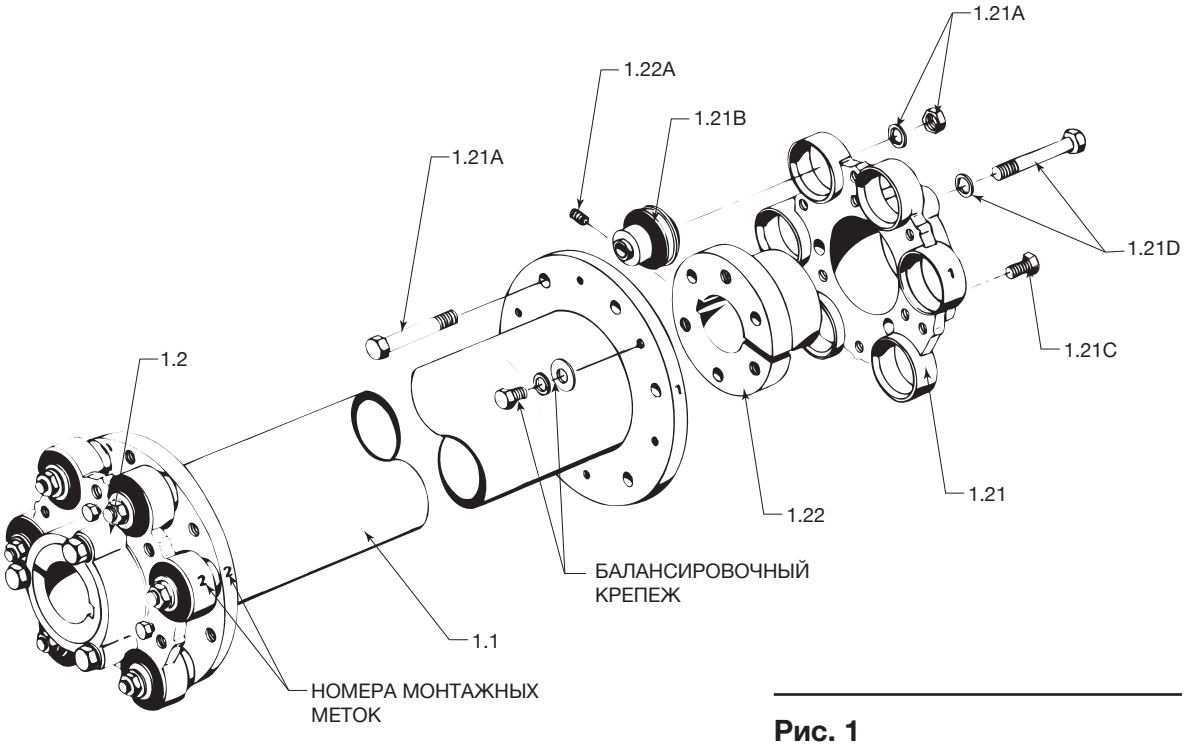

Рис. 1
Приводные валы Marley серий 301 и 400 состоят из трубы в сборе с двигателем и муфтами редуктора Geareducer®. Приводные валы динамически сбалансированы. На трубу и фланцы вилки после балансировки наносятся монтажные метки. См. **рис. 1**. Во время установки не изменяйте положение или отношение компонентов, имеющих монтажные метки. При замене муфт, вилок или сборок трубы необходимо повторно провести балансировку приводного вала. См. стр. 8.
- Установите шесть крепежных болтов через фланец сборки трубы в вилку редуктора Geareducer, как показано на рис. 1. Убедитесь, что гибкие втулки правильно установлены во фланцах сборки трубы. По очереди затяните их все шесть болтов до момента 68 Н м.